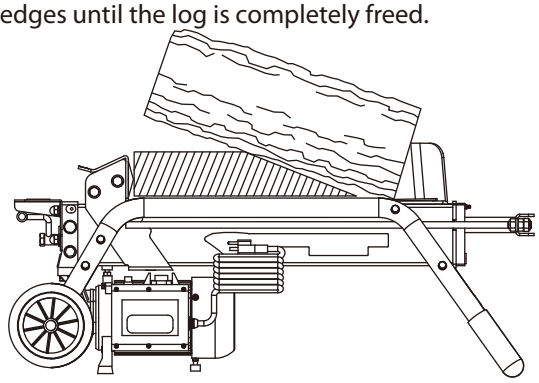

Figure 5
2. Once the log pusher completely stops at its starting position, insert a wood wedge under the jammed log. **(SEE FIGURE 5)**